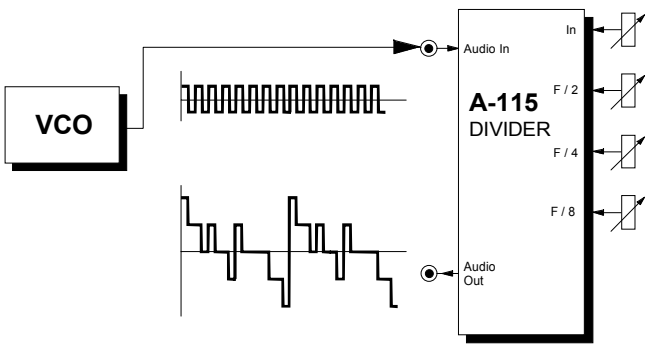

Abb. 1: A-115 als Frequenzgenerator
Abb. 1 zeigt die vom A-115 mit drei Suboktaven erzeugte Wellenform, wenn an seinem Eingang eine symmetrische Pulswelle eines VCO's anliegt und die Abschwächer ① bis ④ voll aufgedreht sind (Abschwächer ⑤ steht auf 0).